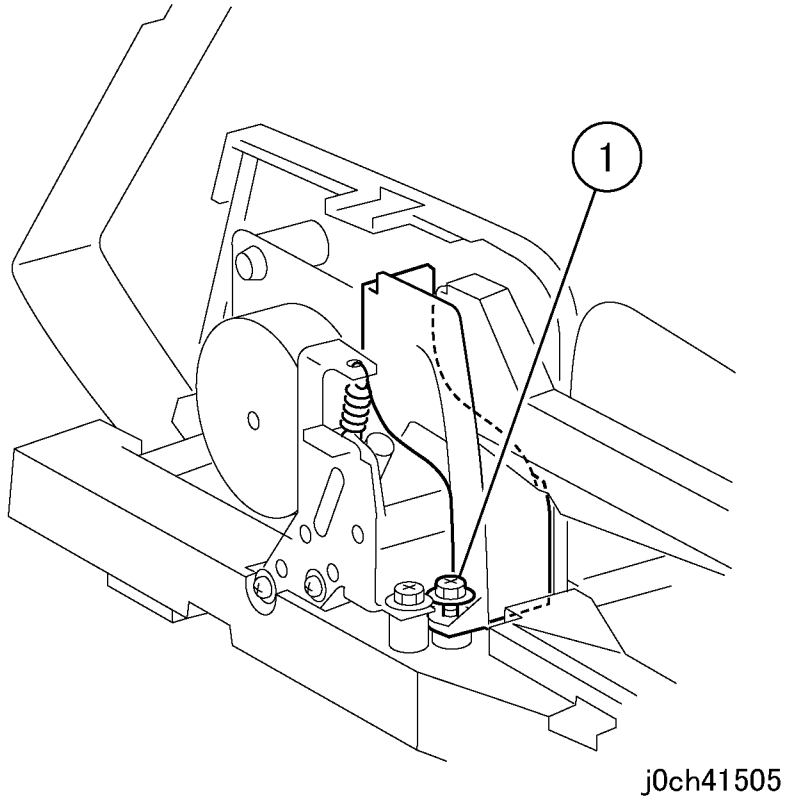

Рисунок 1 Отворачивание самонарезающих винтов IIT (j0ch41505)
3. Отверните самонарезающий винт (рисунок 1).